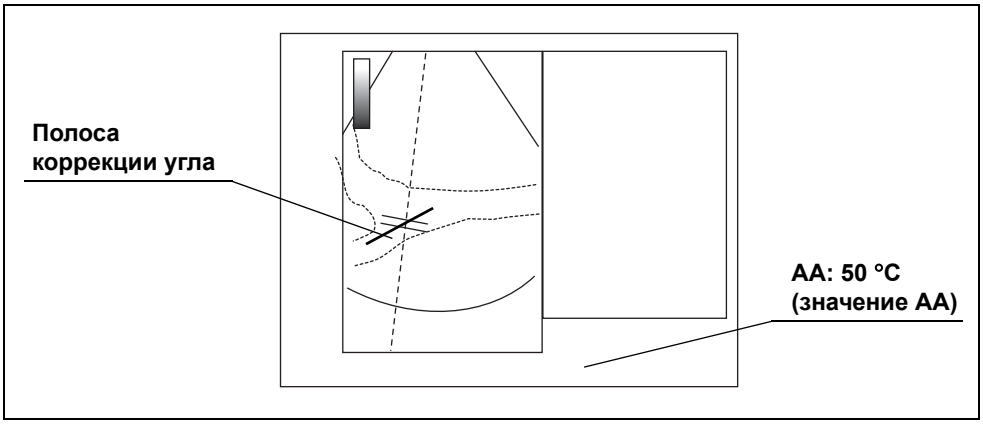

рисунок 7.139
- Значение ANGLE ADJUST отображается на дисплее монитора. (см. рис. 7.139)